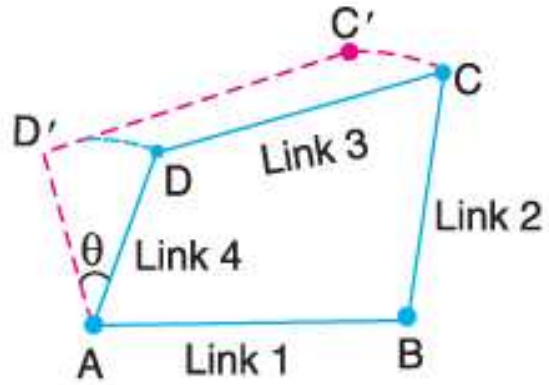

Fig. 5.7. Arrangement of four links.
2. Consider the arrangement of four links AB, BC, CD and DA as shown in Fig. 5.7. In this case
Since the arrangement of four links, as shown in Fig. 5.7, satisfy the equations *(i)* and *(ii)*, therefore it is a ***kinematic chain of one degree of freedom***.
A chain in which a single link such as AD in Fig. 5.7 is sufficient to define the position of all other links, it is then called a kinematic chain of one degree of freedom.
A little consideration will show that in Fig. 5.7, if a definite displacement (say θ) is given to the link AD, keeping the link AB fixed, then the resulting displacements of the remaining two links BC and CD are also perfectly definite. Thus we see that in a four bar chain, the relative motion is completely constrained. Hence it may be called as a ***constrained kinematic chain***, and it is the basis of all machines.